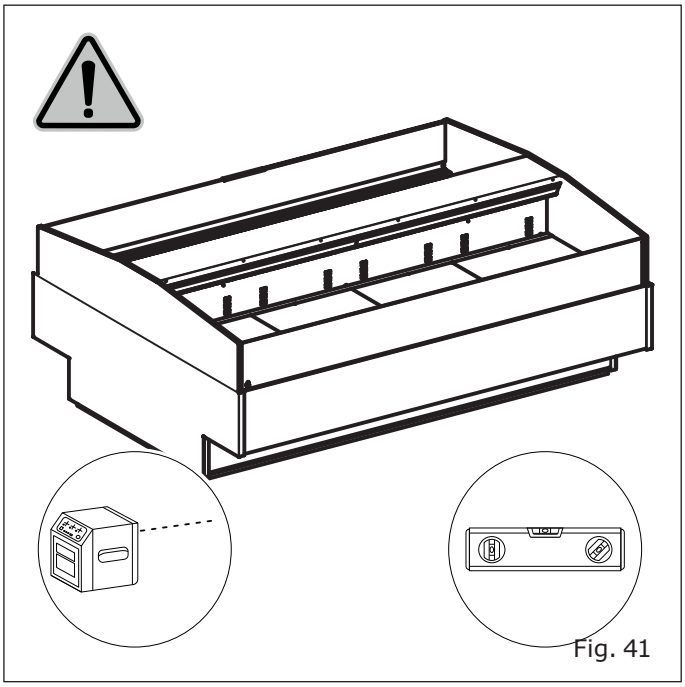

Fig. 41
- On a levelled floor ("Fig. 41").